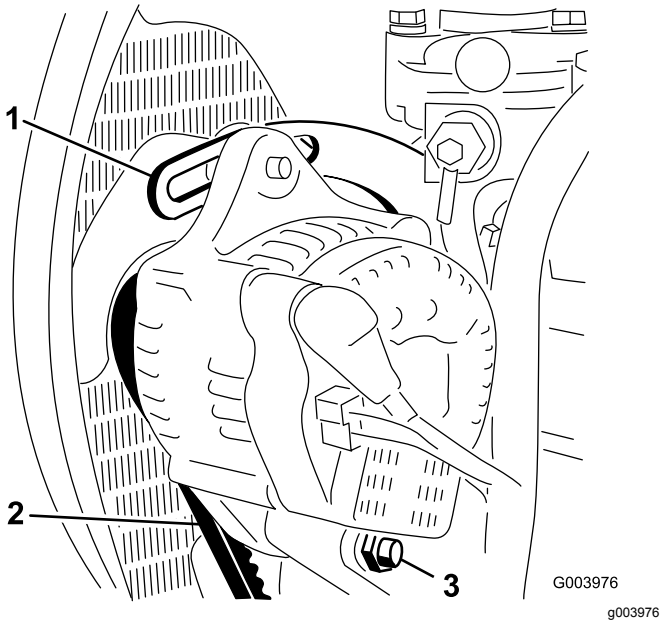

Figur 65
2. Kontroller generatorremmens tilspænding ved at trykke på den (Figur 65) midt mellem generatoren og krumtapakslen med en belastning på 10 kg.
3. Løsn den bolt, der fastholder afstiveren til motoren (Figur 65), den bolt, der fastholder generatoren til afstiveren, og drejebolten.